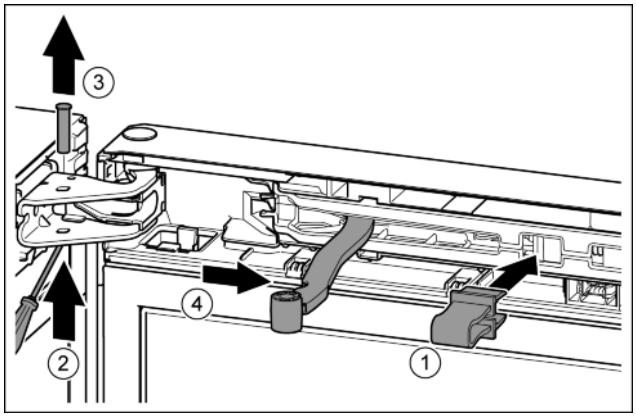

Fig. 8
▶ Introduire l'arrêtoir dans l'ouverture. *Fig. 8 (1)*
▶ Desserrer le boulon avec un tournevis. *Fig. 8 (2)*
▶ Sortir le boulon par le haut. *Fig. 8 (3)*
▶ Tourner l'articulation en direction de la porte. *Fig. 8 (4)*